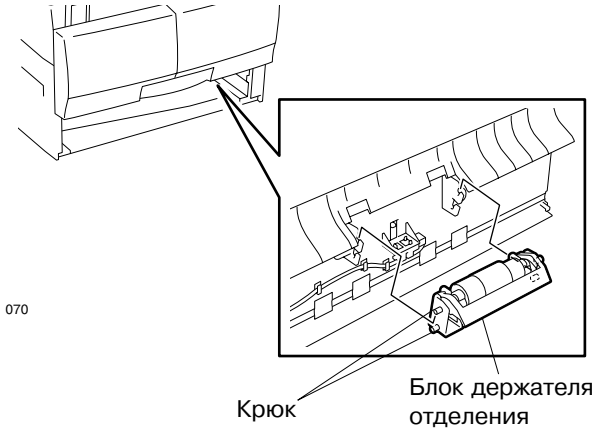

Рис. 9-7-1
2. Снимите блок держателя отделения. (См.Рис. 9-7-1)
4. Снимите блок держателя отделения. (См.Рис. 9-7-1)